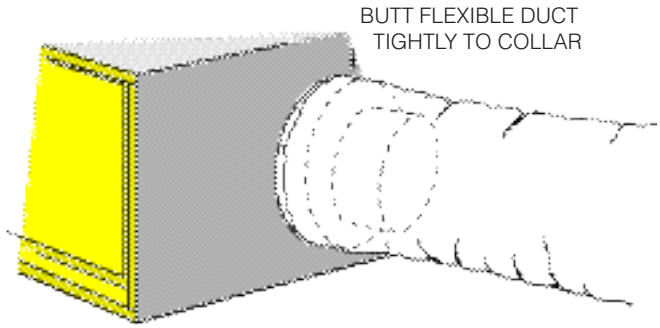

Fig. 4-7C. Positioning flexible duct insulation and vapor retarder jacket against insulated collar.
7. Butt flexible duct insulation firmly against duct board ring (Fig. 4-7C). Pull flexible duct vapor retarder jacket over ring so it covers about one half the width of ring.